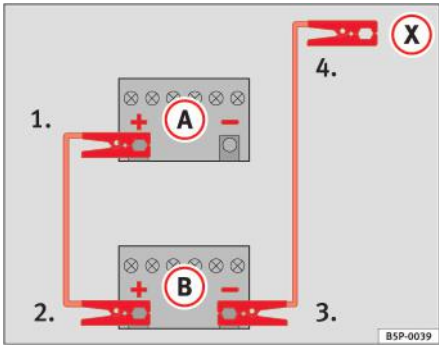

Fig. 202 Modul de conectare a cablurilor pentru pornirea asistată
⇒ fig. 202 Imaginea (A) prezintă bateria descărcată, iar imaginea (B) prezintă bateria încărcată.
1. Conectați unul din capetele cablului roşu la borna pozitivă ⇒ fig. 202 (+) a automobilului cu bateria descărcată ⇒ ⚠.
4. Conectați celălalt capăt al cablului negru (X) la o piesă solidă din metal fixată de blocul motor sau chiar la blocul motor al automobilului cu bateria descărcată. Nu conectați cablul într-un punct aflat în apropierea bateriei ⇒ ⚠.